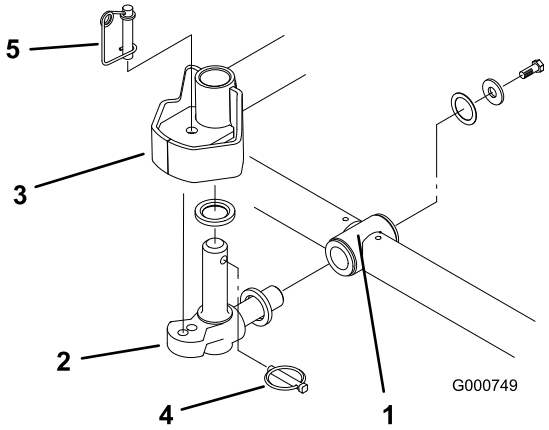

Bild 5
6. Setzen Sie eine Druckscheibe auf die horizontale Welle des Kreuzgelenks, wie in Bild 5 dargestellt.
7. Setzen Sie die horizontale Welle des Kreuzgelenks in das Befestigungsrohr des Trägerrahmens (Bild 5).
8. Befestigen Sie das Kreuzgelenk mit einer Druckscheibe, einer flachen Scheibe und einer Bundkopfschraube am Trägerrahmen (Bild 5).
9. Setzen Sie eine Druckscheibe auf die vertikale Welle des Kreuzgelenks (Bild 5).
10. Falls abgenommen, setzen Sie die vertikale Welle des Kreuzgelenks auf die Hubarmdrehnabe (Bild 5). Führen Sie das Kreuzgelenk zwischen den beiden Zentrierpuffern aus Gummi in die Unterseite der Lenkplatte des Hubarms ein.
11. Setzen Sie den Klappstecker in das Kreuzloch an der Kreuzgelenkwelle (Bild 5).
Hinweis: Wenn Sie eine fixierte Mähwerkstellung wünschen, setzen Sie den Lenksperrstift auf das Befestigungsloch des Kreuzgelenks (Bild 5).
14. Haken Sie den Federdraht unten um den Lenksperrstift (Bild 5).